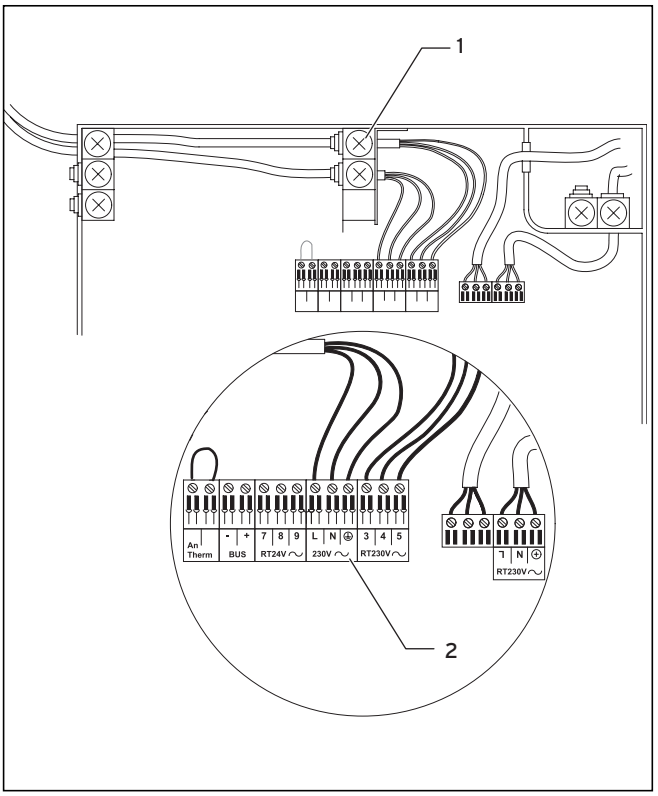

Rys. 5.6 Podłączenie przewodu zasilającego
- Poprowadzić przewód zasilający do strefy przyłączenia w skrzynce rozdzielczej, jak to pokazano na rys. 5.6.
- Podłączyć żyły zgodnie z rys. 5.6 do odpowiednich wtyczek ProE lub do slotów bloku elektroniki.